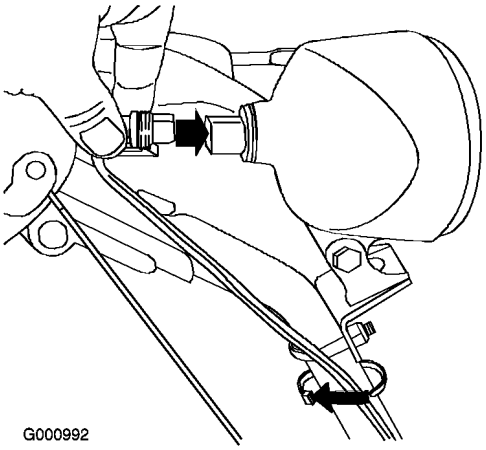

Figur 12
1. Skjut in kabelkontakten på kabelns lösa ände rakt in i strålkastaren på baksidan tills kabeln sitter fast ordentligt (Figur 12).
Obs: Se till så att kabelkontaktens plastklämma är nederst (Figur 12).
2. Fäst ett kabelband (från påsen med lösa delar) runt kabeln och handtaget cirka 2,5 cm under U-bulten (Figur 12).